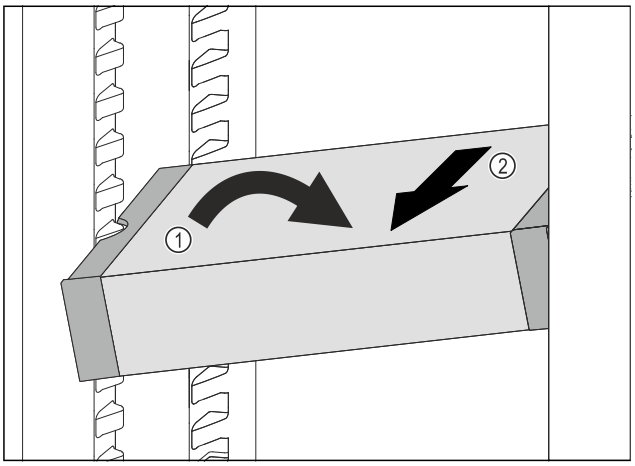

Fig. 185
▶ Impostare il vano frigorifero di VarioSafe ad angolo. *Fig. 185 (1)*
▶ Rimuovere VarioSafe tirando in avanti. *Fig. 185 (2)*